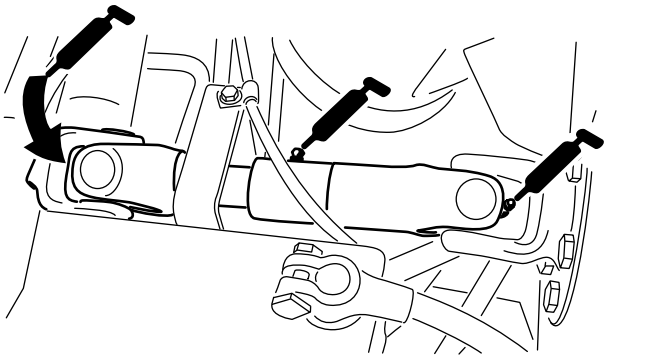

Figur 27
- U-ledd for pumpedrivaksel (3) – Figur 27